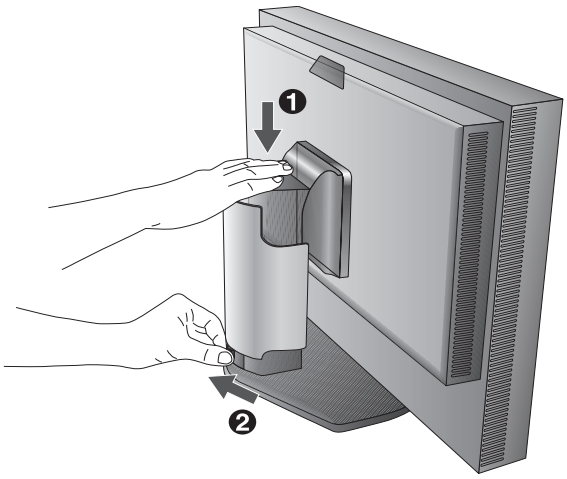

Abbildung B.1
3. Die Höheneinstellung ist durch eine Taste gesperrt. Legen Sie Ihre Hand auf die Oberseite des Monitors, und drücken Sie den Bildschirm in die niedrigste Position. Entriegeln Sie die Sperrtaste (**Abbildung B.1**).